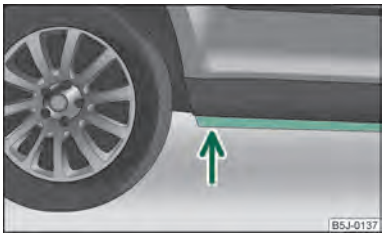

Fig. 124 Attraversamento di acqua
- Prima di attraversare tratti d'aqua verificare la profondità dell'acqua. L'acqua non deve superare la cresta del longherone inferiore del veicolo ⇒ fig. 124.